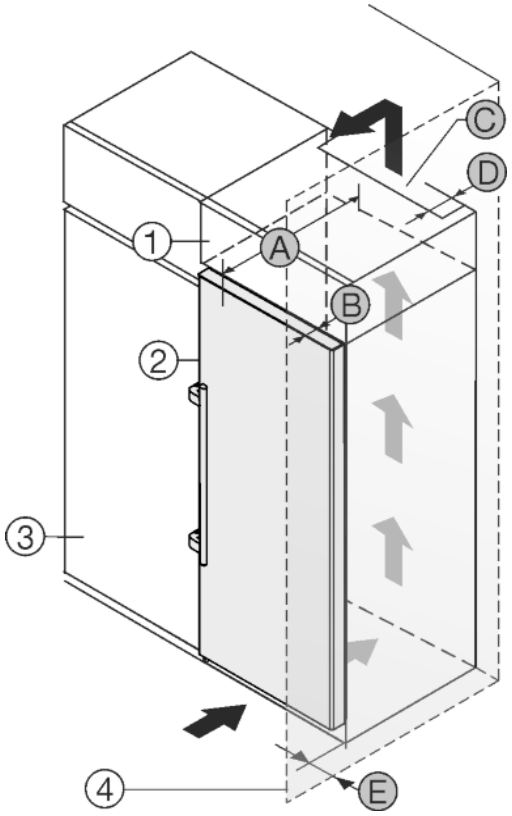

Fig. 8
L'appareil peut être réagencé avec des buffets de cuisine. Pour adapter l'appareil *Fig. 8 (2)* à la hauteur du coin cuisine, une rehausse *Fig. 8 (1)* peut être posée sur l'appareil.
L'appareil peut être installé directement à côté du buffet de cuisine *Fig. 8 (3)*. Pour pouvoir ouvrir complètement les portes, l'appareil doit déborder de la profondeur *Fig. 8 (B)* par rapport à la façade du buffet. L'appareil peut déborder encore plus en fonction de la profondeur des buffets et de l'utilisation de cales d'épaisseur.
- Une sortie d'air avec la profondeur *Fig. 8 (D)* doit être présente au dos de la rehausse sur toute sa largeur.
- La section de ventilation *Fig. 8 (C)*sous plafond doit être respectée.
Si l'appareil avec les charnières est installé près d'une paroi *Fig. 8 (4)*, la distance *Fig. 8 (E)* entre l'appareil et la paroi doit être respectée. Ceci correspond à la saille de la poignée avec la porte ouverte.